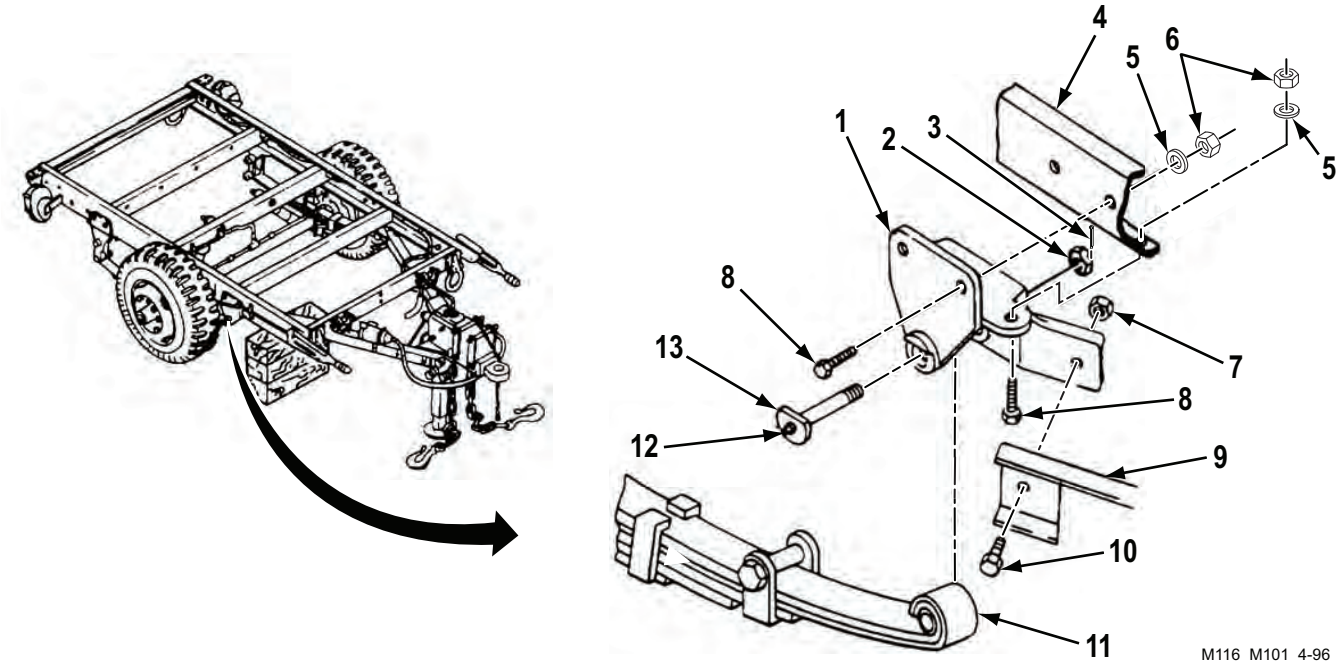

Figure 7. Front Spring Hanger Installation.
1. Install front spring hanger (Figure 7, Item 1) on frame (Figure 7, Item 4) with four cap screws (Figure 7, Item 8), washers (Figure 7, Item 5), and new self-locking nuts (Figure 7, Item 6). Torque self-locking nuts (Figure 7, Item 6) to 30 lb-ft (41 N•m).
2. Install drawbar (Figure 7, Item 9) on front spring hanger (Figure 7, Item 1) with cap screw (Figure 7, Item 10) and new self-locking nut (Figure 7, Item 7). Torque self-locking nut (Figure 7, Item 7) between 140 – 150 lb-ft (190 – 203 N•m).
3. Use lifting device to raise vehicle until spring (Figure 7, Item 11) is aligned with front spring hanger (Figure 7, Item 1).
4. Install shackle pin (Figure 7, Item 13) through spring (Figure 7, Item 11) and front spring hanger (Figure 7, Item 1).
5. Install slotted nut (Figure 7, Item 2) on shackle pin (Figure 7, Item 13) and tighten. Install new cotter pin (Figure 7, Item 3) on shackle pin (Figure 7, Item 13).
6. Install new lubrication fitting (Figure 7, Item 12) in shackle pin (Figure 7, Item 13).